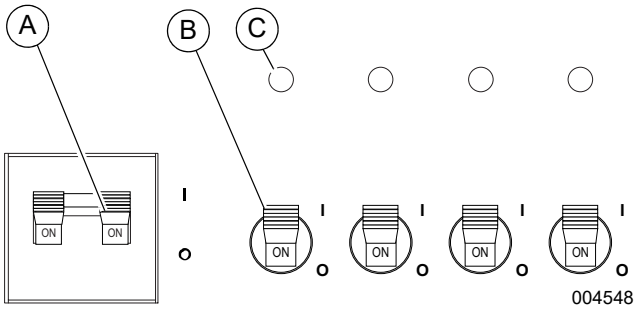

*Figure 3-8. Light Switches and Breaker*
2. See ***Figure 3-8***. Switch the main circuit breaker (A) ON (I).
3. Switch the individual circuit breakers for the lights (B) to the ON (I) position, one at a time.
4. The ballast indicator lights (C) will turn on and continue to get brighter as the lights warm up, and then remain on. This confirms power is coming from the ballasts to the lights.